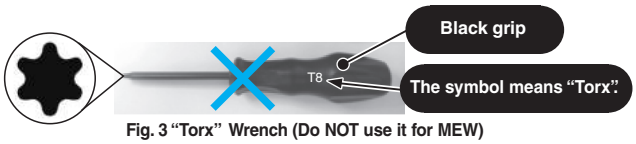

Fig. 3 "Torx" Wrench (Do NOT use it for MEW)
2) Ref. to Fig. 3 for "Torx" Wrench. (Black grip)